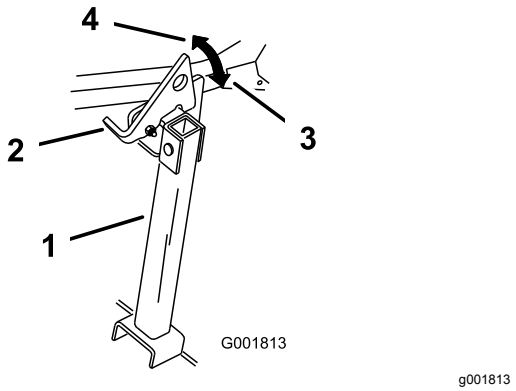

Figure 49
2. Relevez le verrou en position déverrouillée (Figure 49).